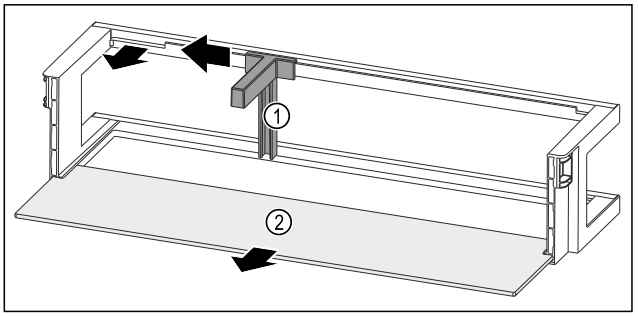

Fig. 147 Dveřní přihrádka s držákem lahví a odkládací plochou
▶ Držák lahví *Fig. 147 (1)* posuňte na stranu až k vybrání.
▶ Držák lahví *Fig. 147 (1)* odeberte.
▶ Odkládací plochu *Fig. 147 (2)* odeberte.